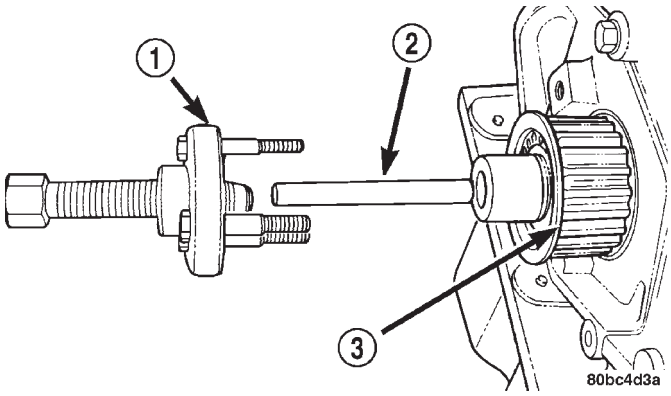

Abb. 103 Kurbelwellenrad—Ausbau
(1) Batterie-Minuskabel (-) abklemmen.
(2) Kurbelwellendämpfer, Zahnriemen und Spanner abnehmen. Siehe hierzu entsprechende Beschreibungen in diesem Kapitel.
(3) Nockenwellenrad und hintere Steuerriemenabdeckung ausbauen. Siehe hierzu entsprechende Beschreibungen in diesem Kapitel.
(4) Ölwanne ausbauen. Siehe hierzu entsprechende Beschreibung in diesem Kapitel.
(5) Kurbelwellenrad mit Spezialwerkzeug 6793 und Einsatz C-4685-C2 ausbauen (Abb. 103).
(6) Ölansaugleitung abbauen.